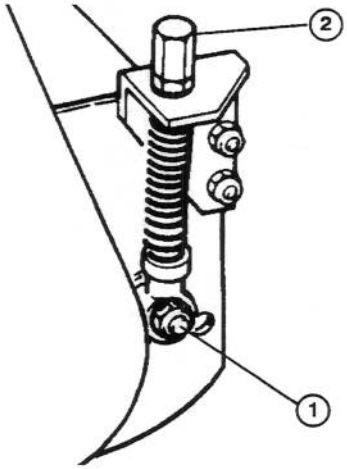

Figure 1
B. Si aucun contact n'est apparent, tourner l'écrou de blocage sur chaque vis de réglage (Fig. 1). Tourner ensuite la molette de chaque vis de réglage de manière identique jusqu'à ce qu'un léger contact soit senti et entendu.
1. Bloquer chaque unité de coupe en position fixe (se reporter à "Orientation de l'unité de coupe", Fig.1). Procéder aux réglages cylindre/contre-lame et de hauteur de coupe.